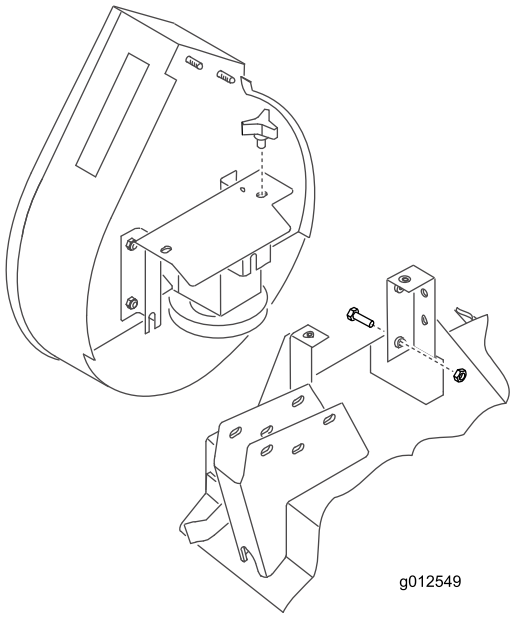

Figur 21
2. Skjut på blåsaren på monteringsfästets justertappar (Figur 21) samtidigt som du drar remmen runt blåsarremskivan.